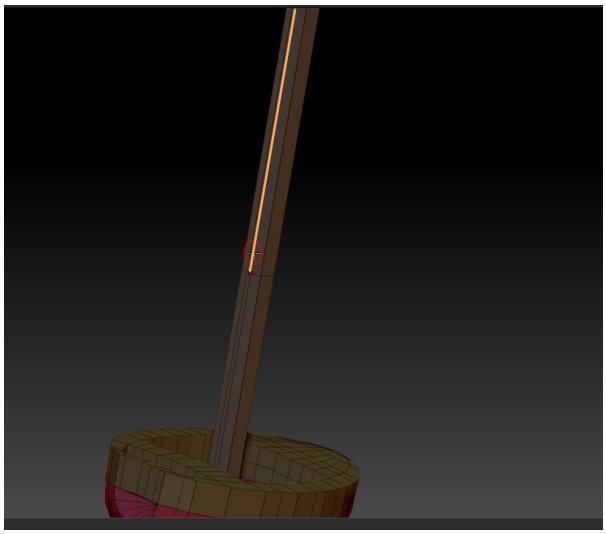
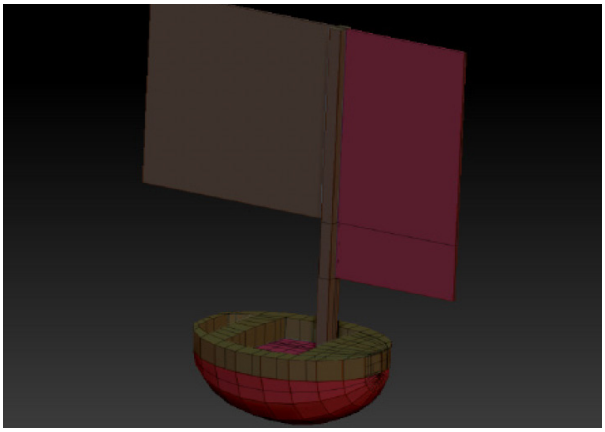

Figure 3-129 *Selected polygon*
Figure 3-130 *Polygons extruded*
3. Select the polygon of the *boat*, as shown in Figure 3-129, and extrude. Similarly, extrude the polygon on the opposite side, as shown in Figure 3-130.